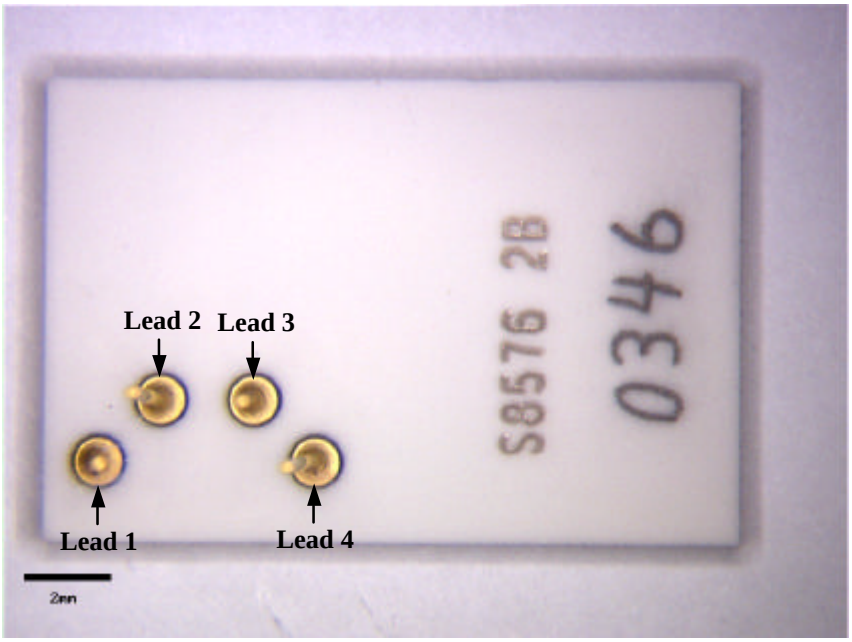

Figure 1. General view of one DPD diode, Part 346, mag ≈ 5X.
- A general view of one part with leads reference is shown in Figure 1.